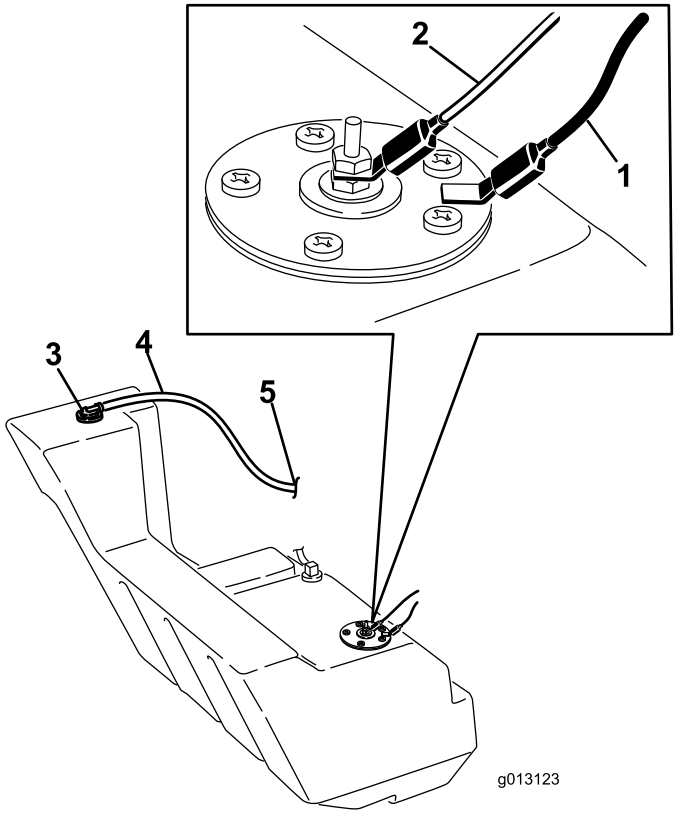

**Figuur 62**
11. Koppel de 2 draden los die naar de rechterzijde van de tank lopen (Figuur 62).
20. Sluit aan de rechterzijde van de tank de oranje draad aan op de middelste pool en de zwarte draad op de buitenste pool (Figuur 62).